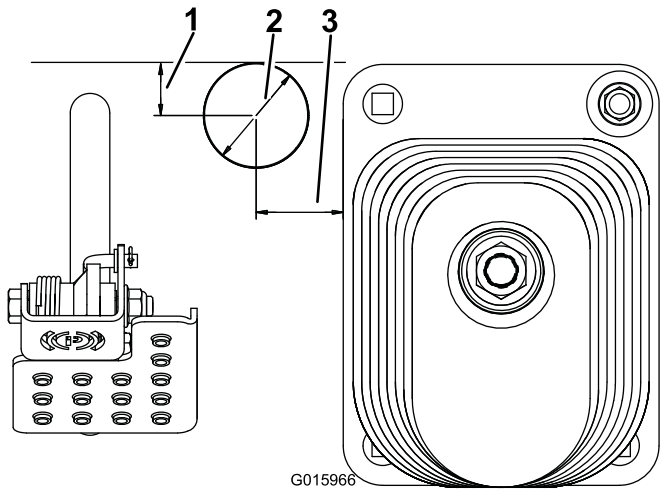

Figura 4
2. Utilizando as dimensões em Figura 4, localize, marque e faça um furo de 51 mm de diâmetro na placa do piso.